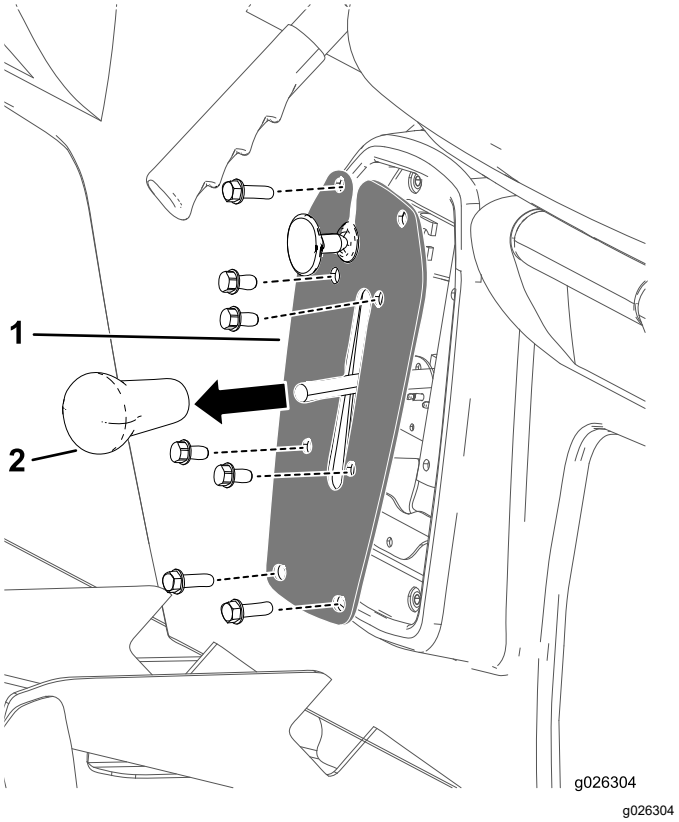

Figur 40
1. Fjern grebet fra gearstangen (Figur 40).
2. Afmonter de fire bolte, der fastgør skiftepladen til skiftebeslaget (Figur 40).
3. Afmonter de fire bolte, der fastgør skiftepladen til sædesoklen, og afmonter skiftepladen (Figur 40).
4. Skru grebet fra gearstangen, og stram grebet med hånden (Figur 40).